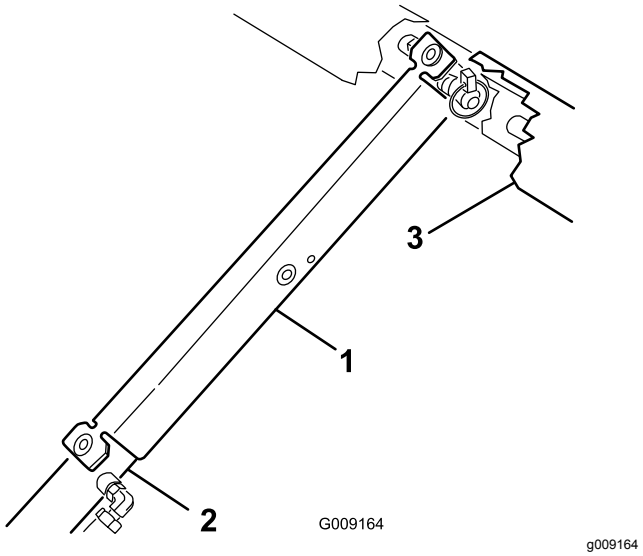

图22
3. 将货斗支架推入油缸杆并确保支架端凸耳靠在油缸筒和油缸杆头上图22。